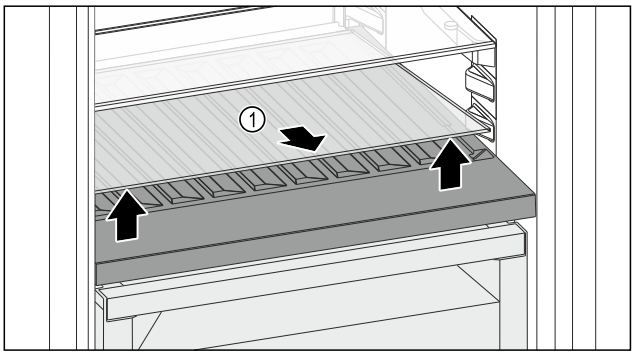

Fig. 184
▶ Soulever la plaque de verre *Fig. 184 (1)* au niveau de l'évidement avant et la retirer.
▶ Entreposer la plaque de verre *Fig. 184 (1)* dans un endroit sûr hors de l'appareil.